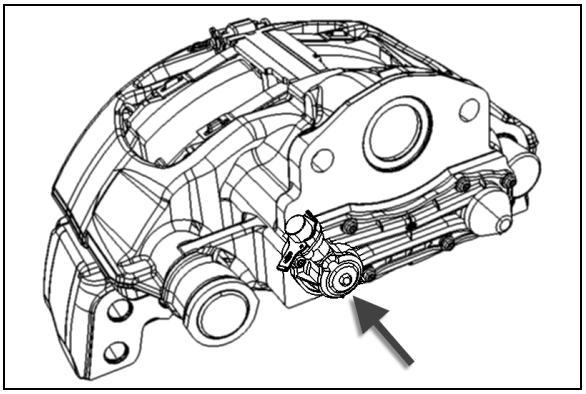

FIGURE 31: POTENTIOMETER
6. Push and pull caliper three times in axial direction to assess any existing air gap (see Figure 31. If no movement is possible, clean the disc brake and if necessary, replace the bearings. Once movement is obtained, continue as follows: